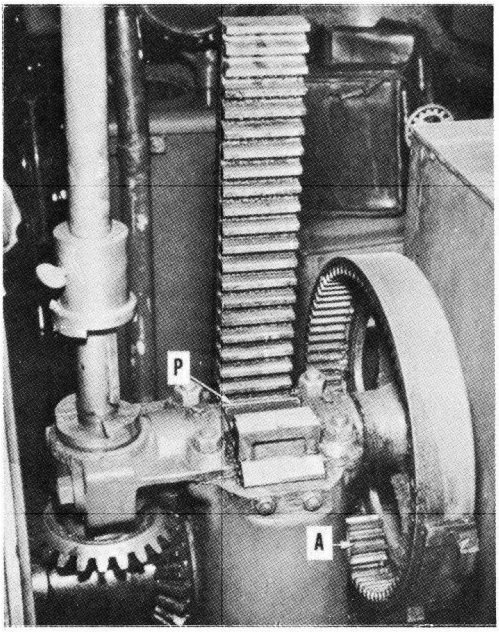

Figure 6-15.—A steering mechanism.
Figure 6-15 shows you an application of the rack and pinion as a steering mechanism. Turning the ship's wheel turns the small pinion (A). This pinion causes the internal spur gear to turn. Notice that this arrangement has a large mechanical advantage.